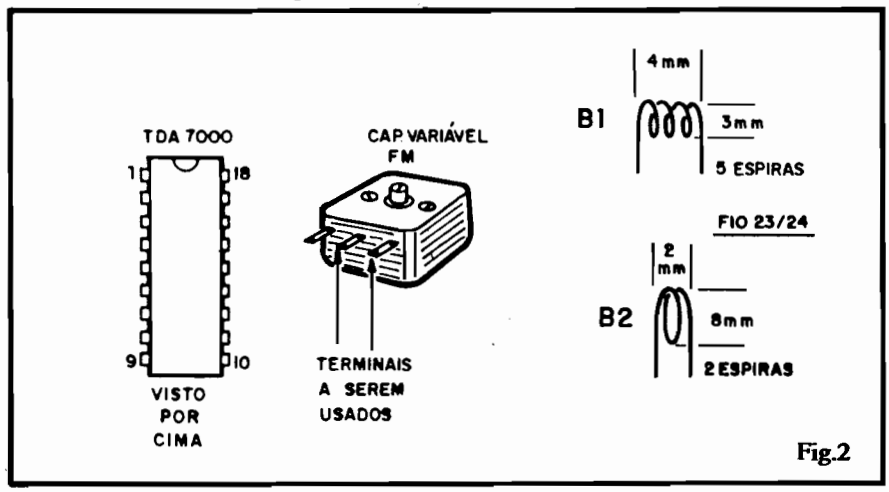

Fig.2
- **FIG. 2** - Alguns componentes que merecem uma análise visual mais cuidadosa. O Integrado TDA7000 apresenta 18 pinos, que devem ser "contados" e identificados conforme mostra a figura (onde o componente é visto "por cima"). Quanto ao capacitor variável mini (aparência do dito cujo, na figura), embora a peça apresente três terminais, apenas **dois** deles serão usados (indicados pelas setas). Deve ser dada a preferência a variáveis que não tenham terminais muito curtos, para facilitar a acomodação na placa. Finalmente, ainda na fig. 2, temos os dados visuais para a confecção da duas bobinas, detalhados a seguir: